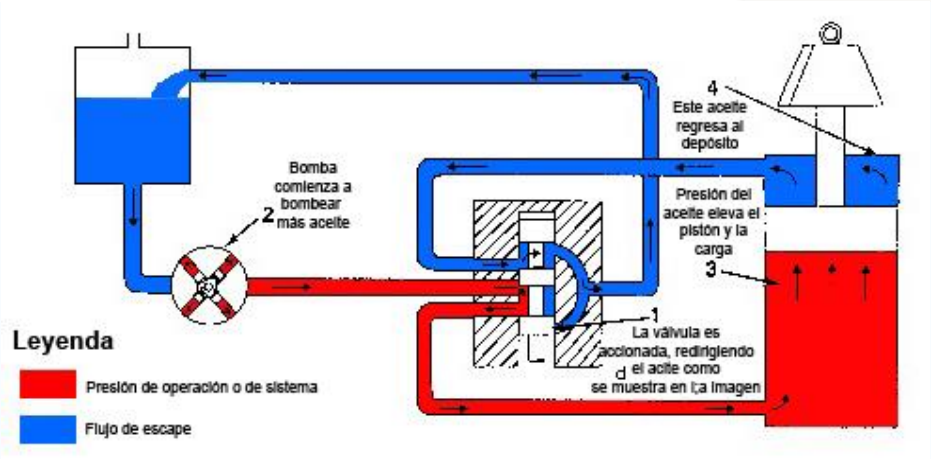

Figura 39
d. Sistema de centro cerrado. En este sistema, una bomba puede descansar cuando no se necesita que el aceite opere una función. Esto significa que una válvula de control está cerrada en el centro, deteniendo el flujo del aceite desde la bomba. La Figura 39 muestra un sistema de centro cerrado. Para operar varias funciones de manera simultánea, un sistema de centro cerrado tiene las siguientes conexiones: